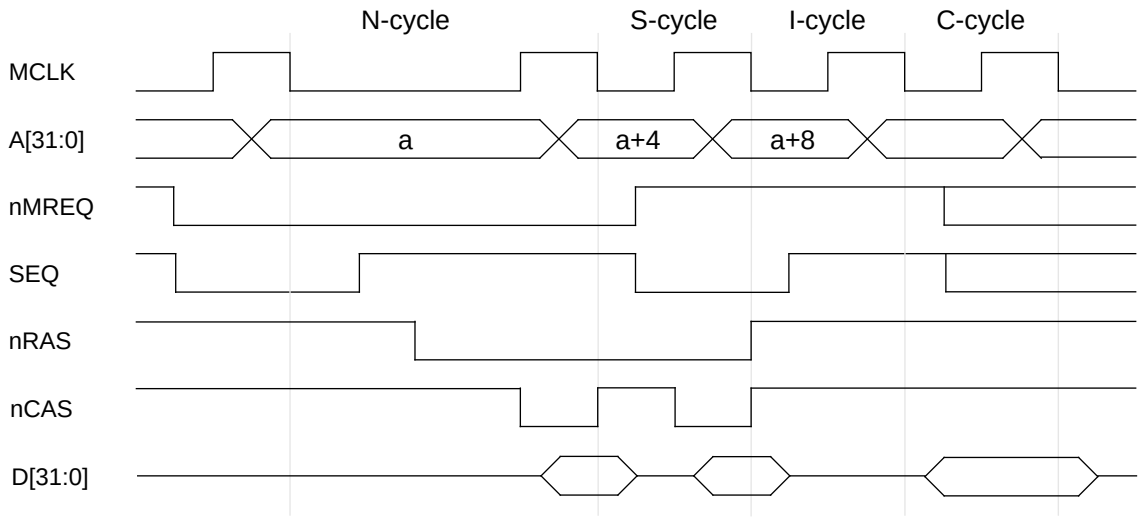

**Figure 33: ARM Memory Cycle Timing**
*Figure 33: ARM Memory Cycle Timing* shows the pipelining of the control signals, and suggests how the DRAM address strobes (**nRAS** and **nCAS**) might be timed to use page mode for S-cycles. Note that the N-cycle is longer than the other cycles. This is to allow for the DRAM precharge and row access time, and is not an ARM7DI requirement.